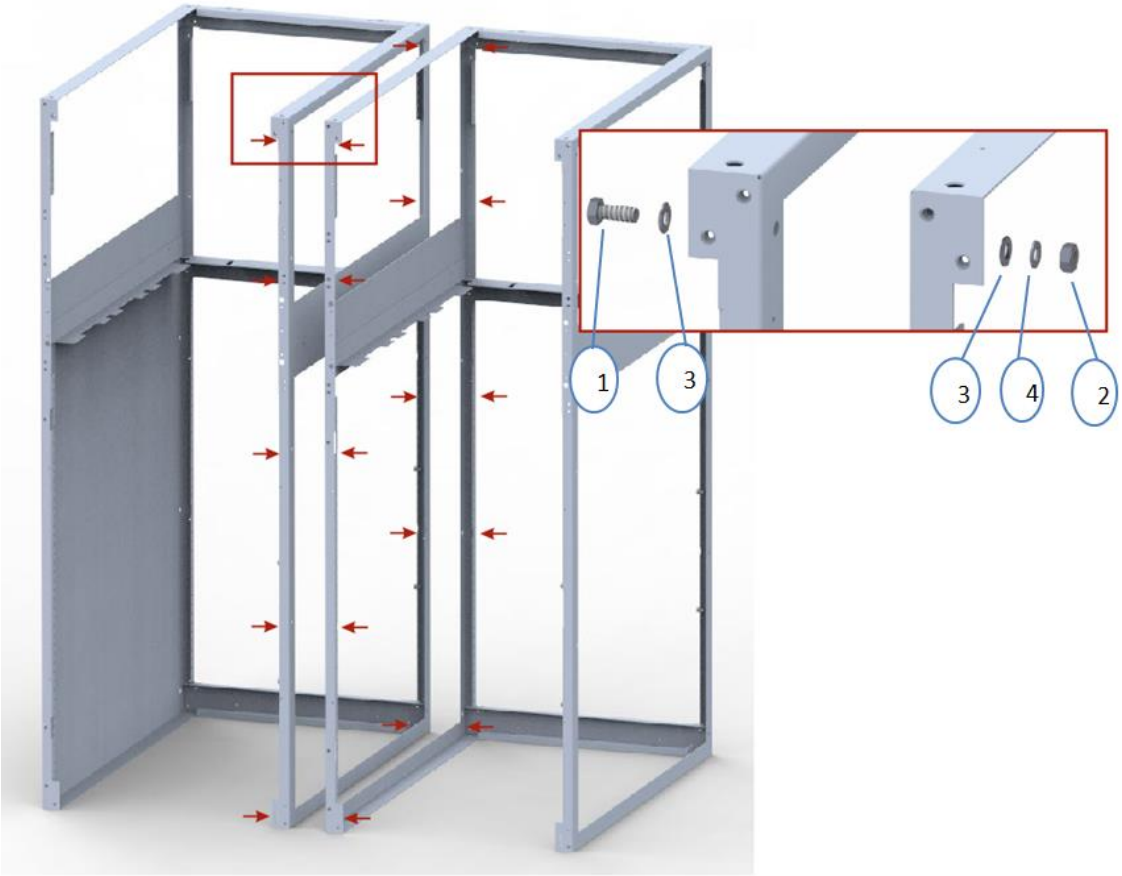

Rys. 16 Łączenie dwóch pól rozdzielnicy SN typu Rotoblok SF.
- Połączyć ze sobą przy użyciu śrub sąsiadujące pola rozdzielnicy wg Rys. 16;
Do połączenia pól ze sobą stosować śruby klasy 5.8. W przypadku łączenia pól z przekładnikami prądowymi zamontowanymi w torze głównym rozmieszczenie otworów wg Rys. 16.